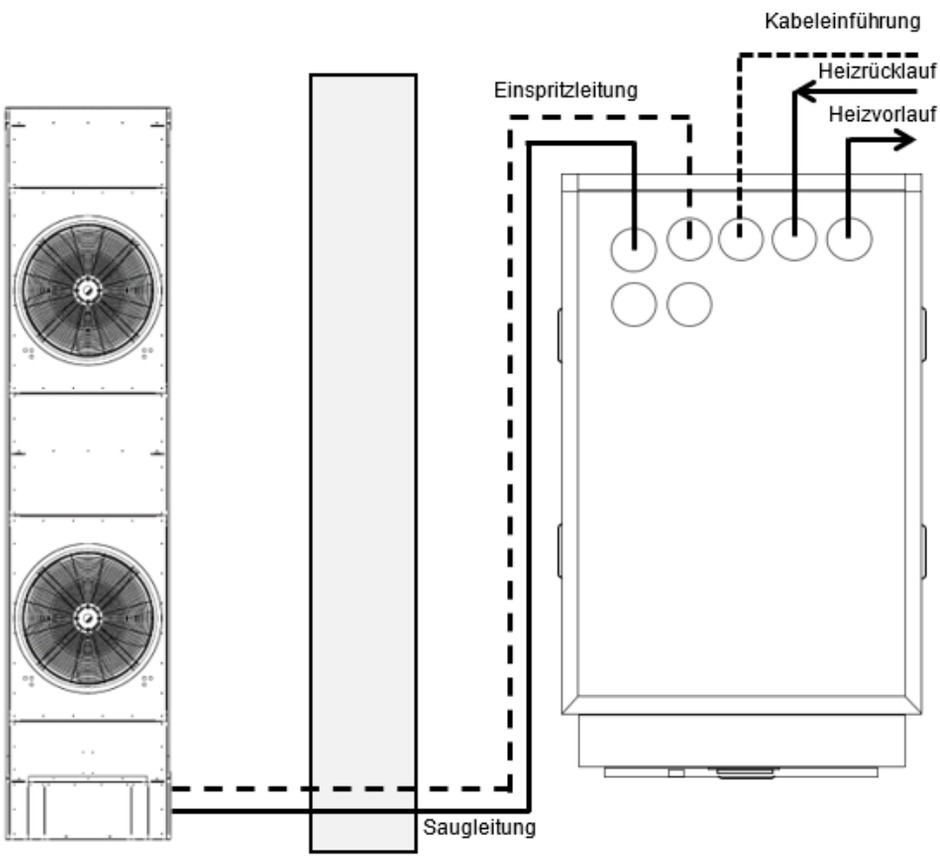

Abbildung 10: Verbindung Außeneinheit mit Inneneinheit
- Die Außeneinheit wird mit der Inneneinheit im Innern des Gebäudes mit isolierten Kältemittelrohren verbunden (siehe Abbildung 10).